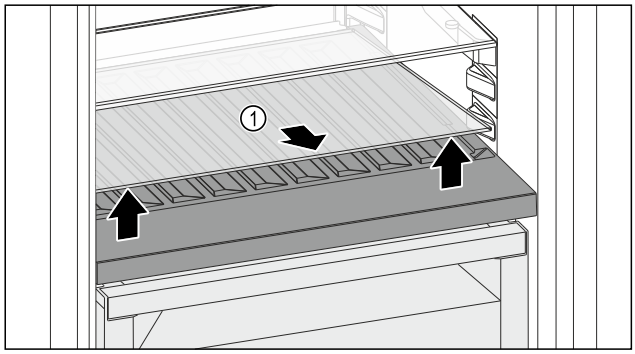

Fig. 176
▶ Glasplatte *Fig. 176 (1)* an der Aussparung vorne anheben und herausnehmen.
▶ Glasplatte *Fig. 176 (1)* außerhalb des Geräts sicher aufbewahren.